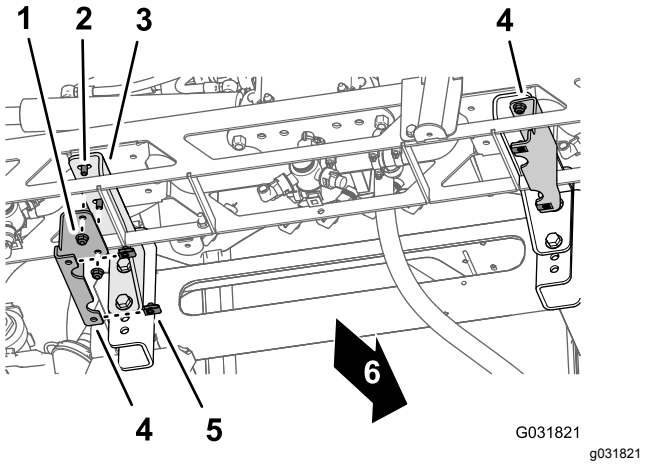

Figur 41
3. Fjern de to flenslåsemutrene (3/8 tomme) som fester den venstre dekselstøttebraketten til venstre støttebrakett for den midtre bomseksjonen, og fjern dekselstøttebraketten (Figur 41).
4. Skru de to flenslåsemutrene (⅜ tomme) på flenshodeboltene (⅜ x 1 tomme) på venstre støttebrakett for den midtre bomseksjonen (Figur 41) og stram til bolten og mutteren til 37 til 45 Nm.
5. Gjenta trinn 3 og 4 for dekselstøttebraketten og støttebraketten for den midtre bomseksjonen på høyre side av den midtre bomseksjonen (Figur 41).
6. Fjern de fire klipsmutrene fra venstre og høyre dekselstøttebrakett (Figur 41).